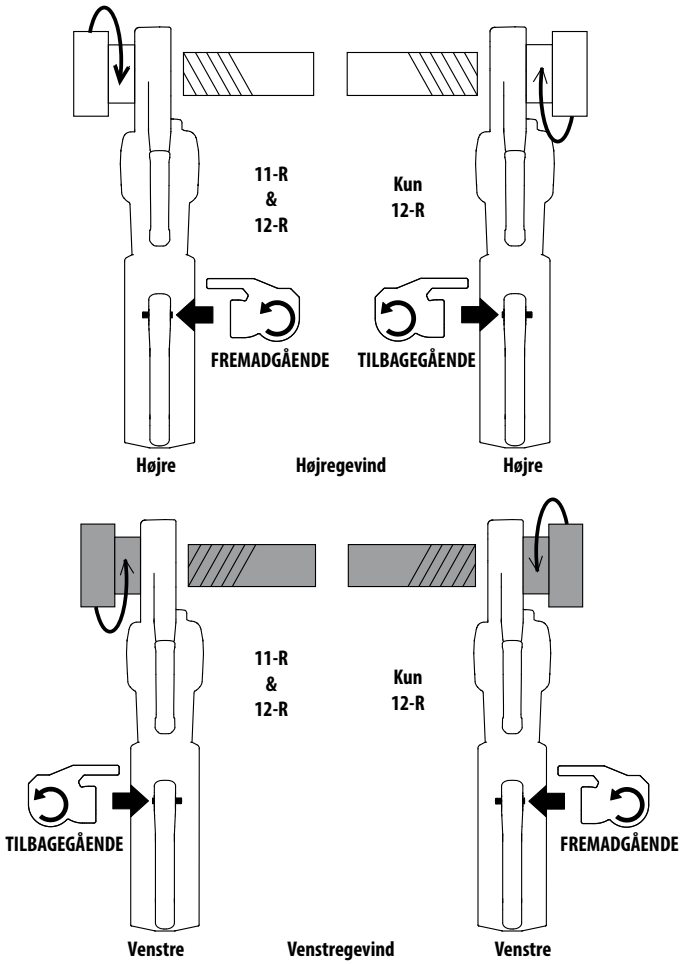

Figur 9 – Glidekontakt for fremadgående eller tilbagegående funktion/skærehovedretning
7. Placer det elektriske rørdrevs glidekontakt for fremadgående eller tilbagegående funktion i forhold til det ønskede højre- eller venstregevind. *Se Figur 9*.